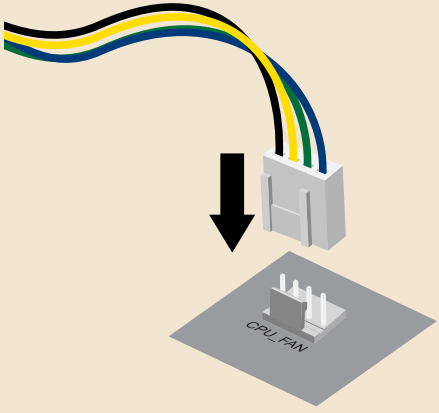

Figura 18.9: Instale o conector de alimentação da ventoinha.
7. Instale o conector de alimentação da ventoinha do cooler em um conector localizado próximo ao soquete do processador rotulado “CPU FAN”. Ver Figura 18.9.
4. Instale o conector de alimentação da ventoinha do cooler em um conector localizado próximo ao soquete do processador rotulado “CPU FAN”. Ver *Figura 18.9*.